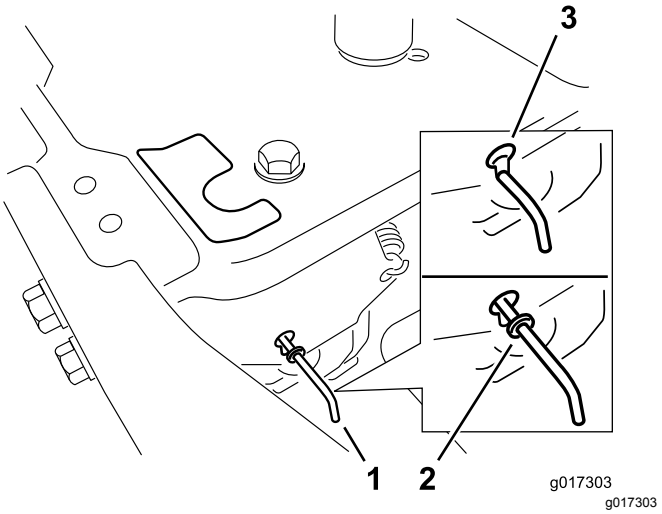

Figure 22
4. Amenez les leviers de dérivation en avant dans l'encoche en trou de serrure, puis vers le bas pour les verrouiller en position, comme montré à la Figure 22. Assurez-vous de le faire pour chaque levier.
Déplacez les leviers de dérivation en arrière dans l'encoche en trou de serrure, puis vers le bas pour les verrouiller en position, comme montré à la Figure 22. Assurez-vous de le faire pour chaque levier.